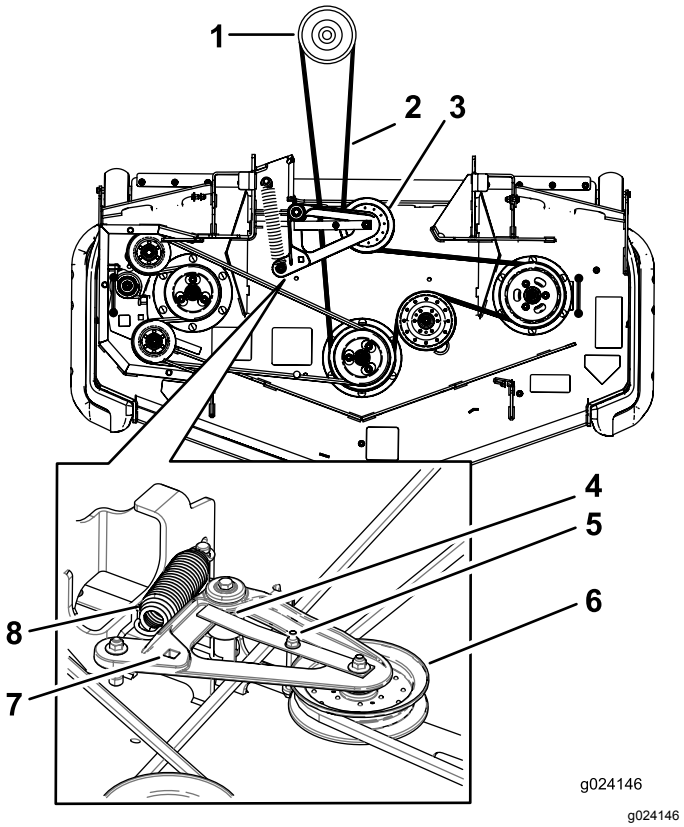

Figur 97
5. Lyft på fotplattan och för in en spärrhake i det fyrkantiga hålet i däckets remskiva (Figur 97).
6. Vrid däckets mellanskiva medurs och ta bort klipparremmen (Figur 97).
7. Ta bort och håll reda på beslagen på däckets båda sidor enligt Figur 97.